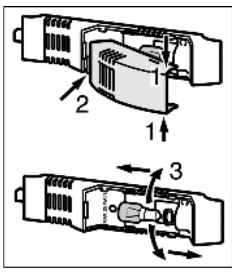

Fig. 8
▶ Kryt světla uchopte nahoře a dole *Fig. 8 (1)*.
▶ Kryt světla vzadu uvolněte ze západek a vysaďte *Fig. 8 (2)*.
▶ Výměna žárovky *Fig. 8 (3)*.